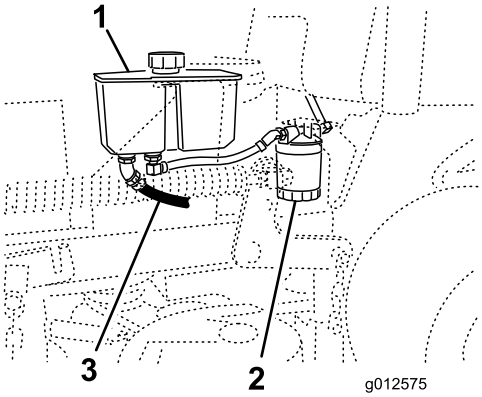

Figura 75
4. Individuate il flessibile idraulico anteriore sotto il serbatoio idraulico e collocate una bacinella di spurgo sotto il serbatoio (Figura 75).